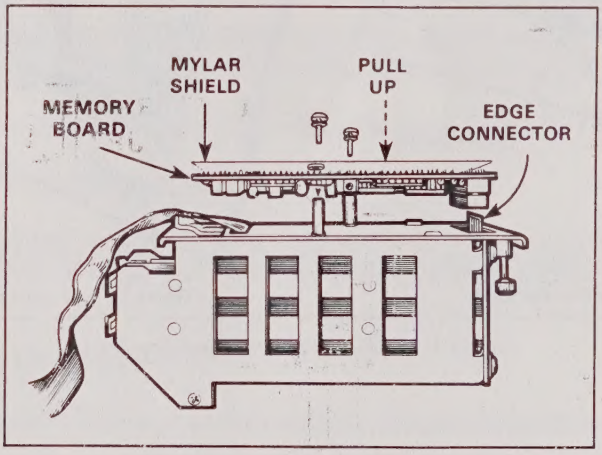

Figure 3. Memory Board Removal
7. Remove the two Phillips-head screws and armite or mylar shield from the memory board (figure 3). Retain the washers and screws for reassembly. (If you are updating a UniPak 2B that was factory built, it will not contain any washers.)
8. Pull the memory board straight up to unplug it from the card edge connector (as shown in figure 3).
9. Turn the memory board (figure 3) over so the component side faces up in preparation for update kit firmware installation.